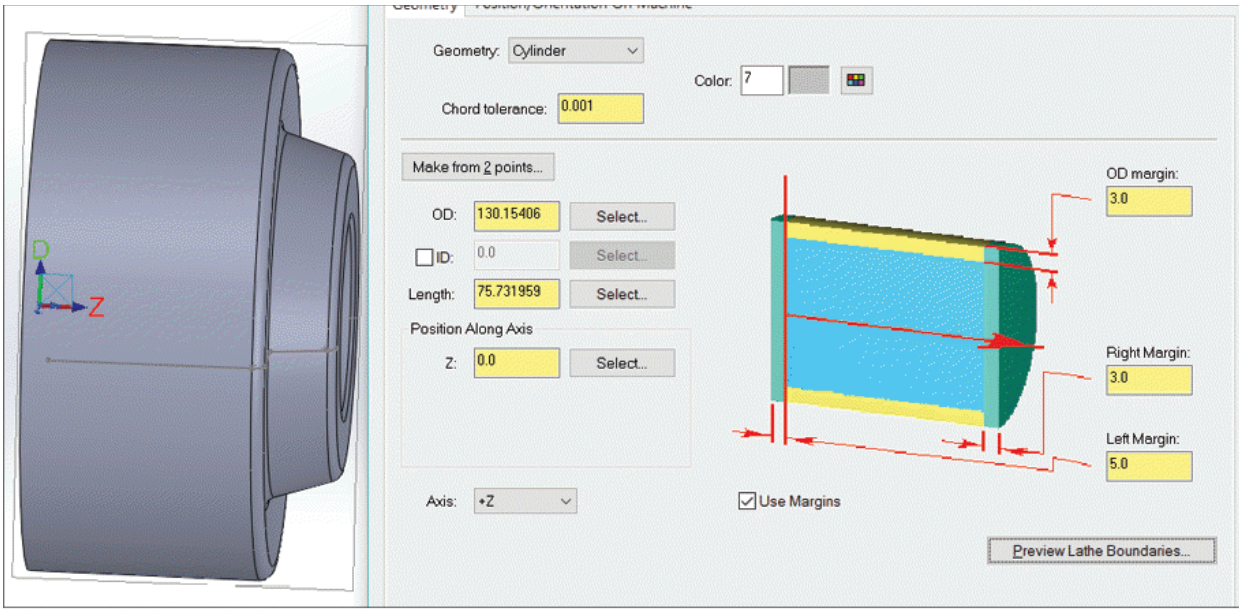

Figure-14. Specifying margin values
- Specify desired values of margins, preview of the stock will be modified accordingly; refer to Figure-14.